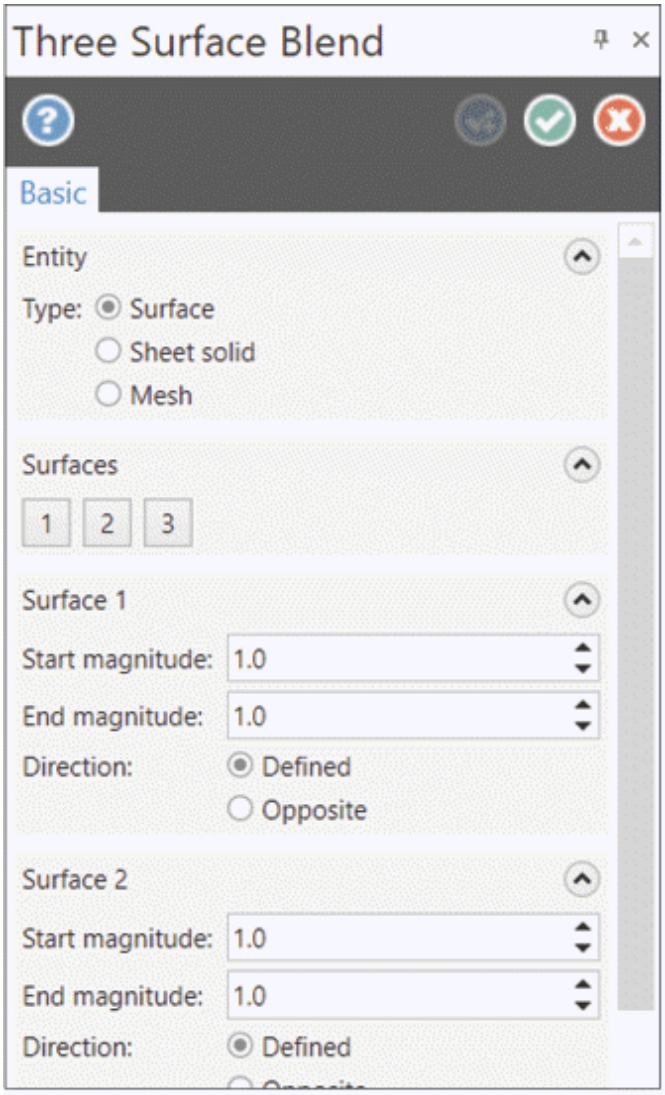

Figure-65. Three Surface Blend Manager
- Click on the **Three Surface Blend** tool from the **Modify** group of **Surfaces** tab in the **Ribbon**. The **Three Surface Blend Manager** will be displayed; refer to Figure-65.